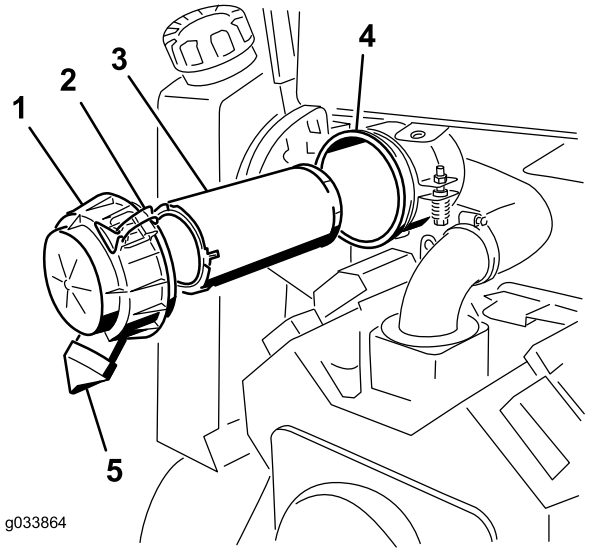

**Figuur 33**
**Belangrijk: Geef het luchtfilter uitsluitend een onderhoudsbeurt als de onderhoudsindicator rood is (Figuur 33). Als u het luchtfilter vervangt voordat dit nodig is, wordt de kans dat er vuil in de motor komt wanneer u het filter verwijdert alleen maar vergroot.**
4. Maak de sluitingen op het luchtfilter los en trek het luchtfilterdeksel van de luchtfilterbehuizing (Figuur 33).
1. Schuif het filter voorzichtig uit de luchtfilterbehuizing (Figuur 33). Zorg ervoor dat u niet met het filter tegen de zijkant van de luchtfilterbehuizing stoot.
3. Schuif het voorfilter in de filterbehuizing (Figuur 33). Zorg ervoor dat het filter volledig vastzit door de buitenring van het filter tijdens de montage aan te drukken.
4. Monteer het luchtfilterdeksel met de kant met het opschrift 'UP' naar boven gericht en maak de sluitingen vast (Figuur 33).